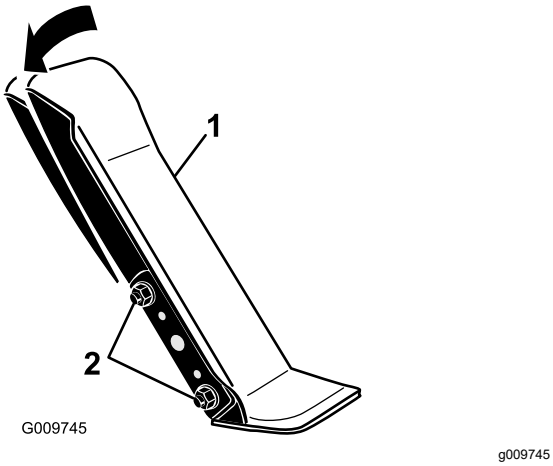

Figur 83
1. Lossa de två skruvarna och muttrarna som fäster gaspedalens vänstra sida vid fästet (Figur 83).
2. Justera pedalen till önskad funktionsvinkel och dra åt muttrarna (Figur 83).